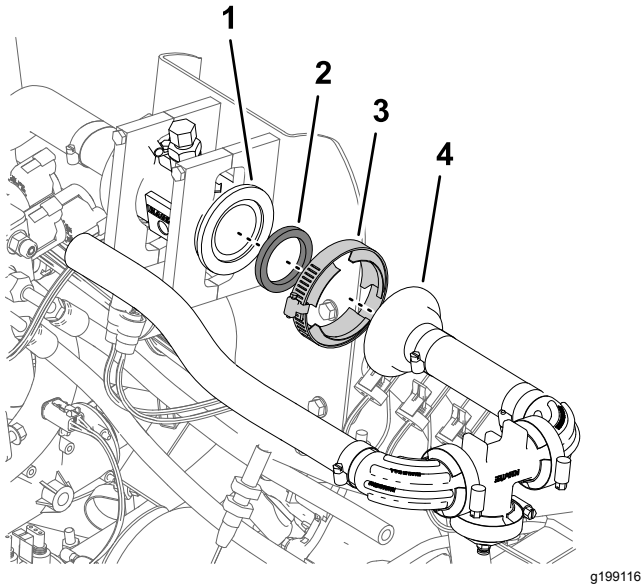

Figur 89
2. Stram flangeklemmen med hånden (Figur 89).